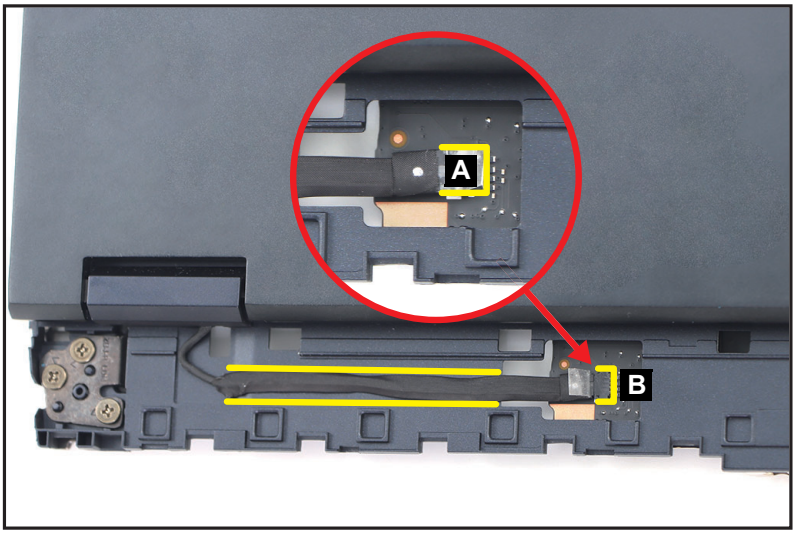

Figure 1-40. Mainboard Removal
1. Detach the mylar (A) and disconnect the A-cover LED cable from mainboard connector (B). Then carefully detach the cable from its underneath adhesive (highlighted with the yellow lines) as shown in Figure 1-40.